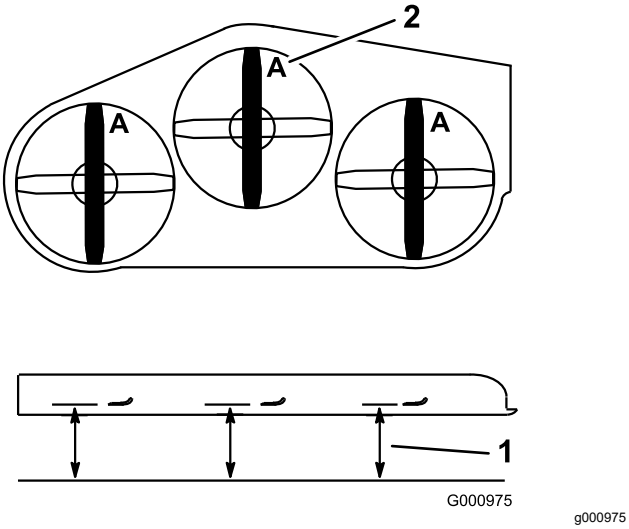

Figura 85
4. Mida en la posición **A** y desde una superficie nivelada hasta el filo de corte de los extremos de la cuchilla (Figura 85).